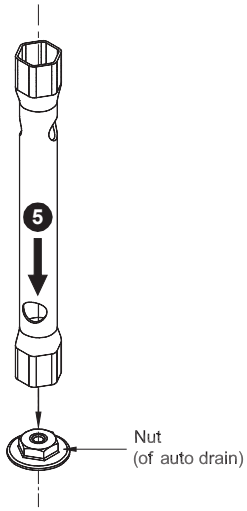

FIG. 3
c) Position the socket over the nut and gently press it to hold the nut firmly (Ref: FIG.3).